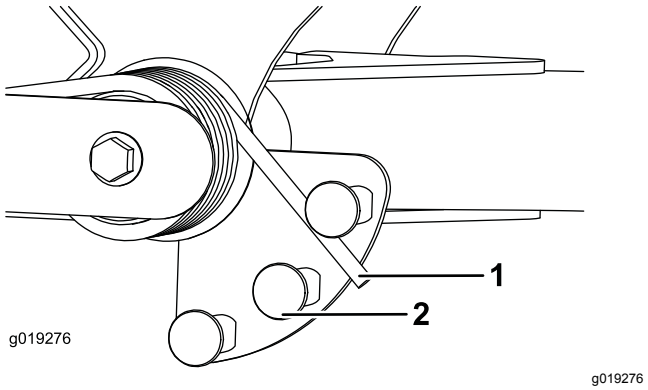

Figuur 66
2. Breng een buis of vergelijkbaar voorwerp aan over het lange veeruiteinde en draai ze rond de actuator van de veer tot de gewenste stand (Figuur 66).